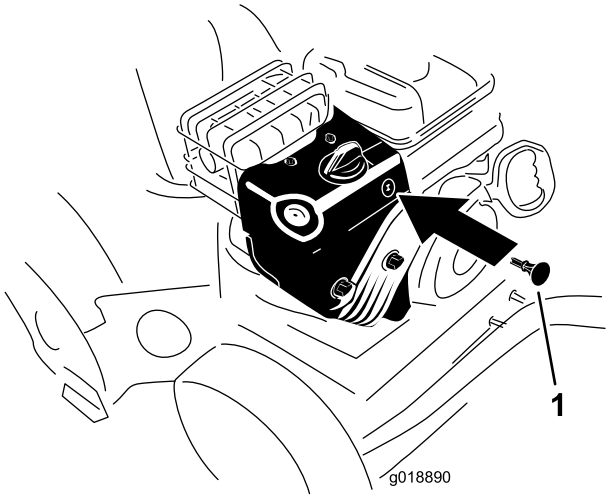

Figur 21
3. Sæt tændingsnøglen i (Figur 21).